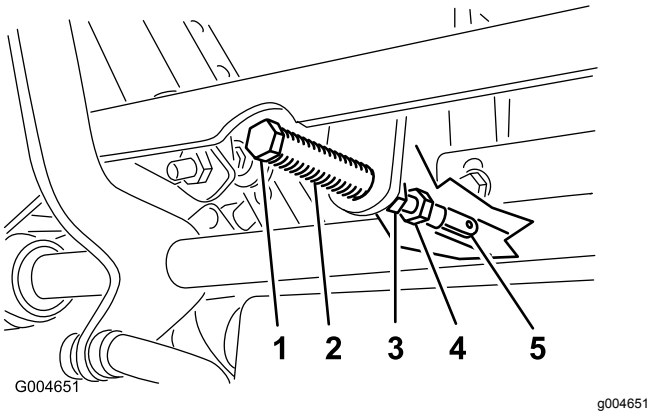

**Bild 50**
5. Ziehen Sie den Hebel zurück, bis der Lastösenbolzen (am Arm über der Gelenkwelle) das Schlitzende berührt (und soeben Druck auf die Feder ausübt), wie in Bild 50 abgebildet.
7. Sollte eine Einstellung erforderlich sein, lockern Sie die Mutter und die Klemmmutter gegen das Joch (Bild 50).
8. Drücken Sie den Fahrantriebshebel leicht nach hinten, drehen Sie den Kopf der Einstellschraube in die entsprechende Richtung, bis der Schaltbügel Schalthebel in der ARRETIERTEN NEUTRAL-Stellung zentriert ist (Bild 50).
9. Ziehen Sie die Mutter und die Klemmmutter an (Bild 50).
10. Ziehen Sie die Klemmmuttern an den Kugelgelenken fest (Bild 50).